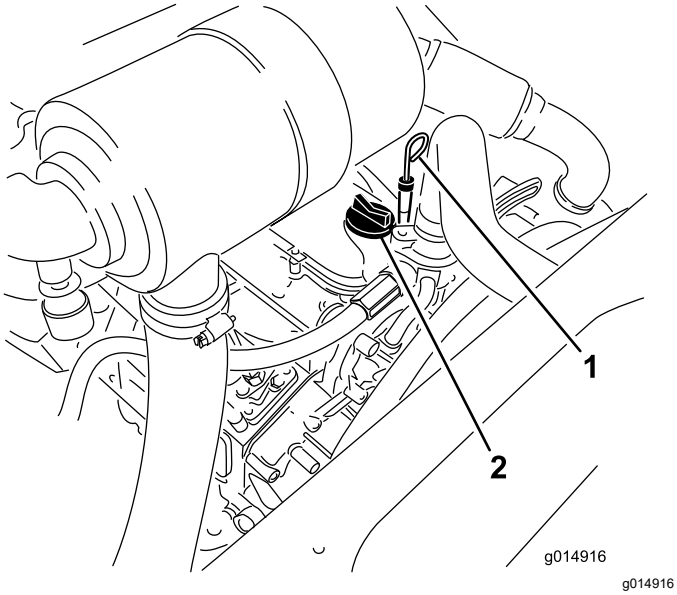

Figur 32
3. Ta ur oljestickan, torka av den och sätt tillbaka den igen (Figur 32).
5. Om oljenivån inte når upp till markeringen FULL på oljestickan ska du ta bort påfyllningslocket (Figur 32) och fylla på olja tills nivån når upp till markeringen FULL.